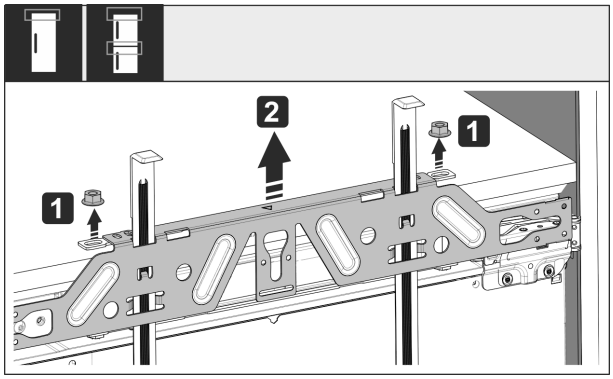

Fig. 54
▶ Desfaceți contrapiulițele *Fig. 54 (1)*.
▶ Detașați traversa de fixare *Fig. 54 (2)*.